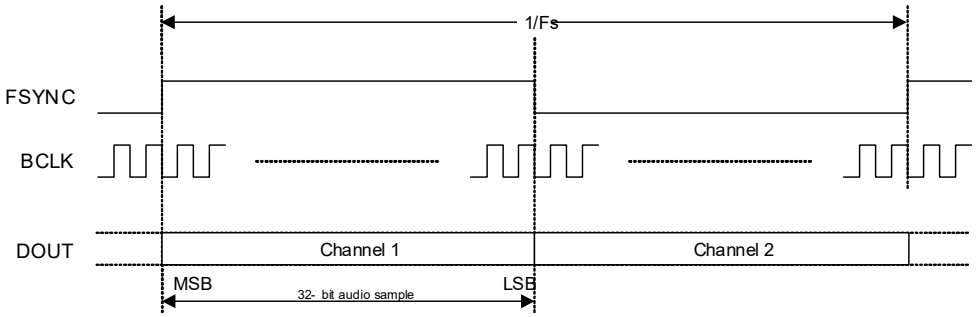

**Figure 4-18. Left-Justified Data Format**
- If Left-Justified data format is selected, the ASP supports audio channels 1–2 as shown in Fig. 4-18. The minimum BCLK rate is 64×Fs (where Fs is the sample rate). In ASP Primary Mode, the minimum BCLK rate of 64×Fs is not supported for sample rates of 16 kHz or 32 kHz. A higher BCLK frequency can be used, resulting in unused BCLK cycles between the LSB of one sample and the MSB of the next.